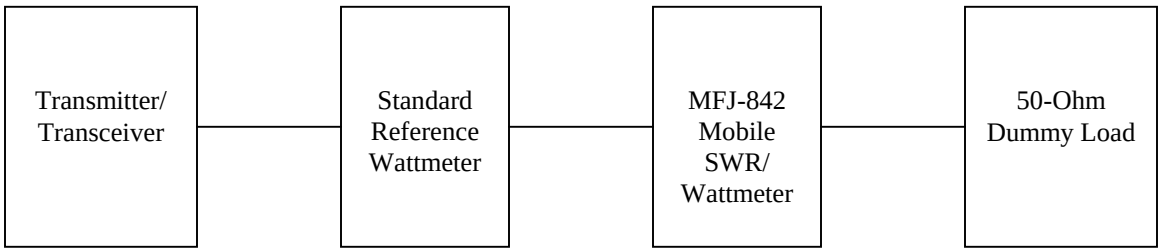
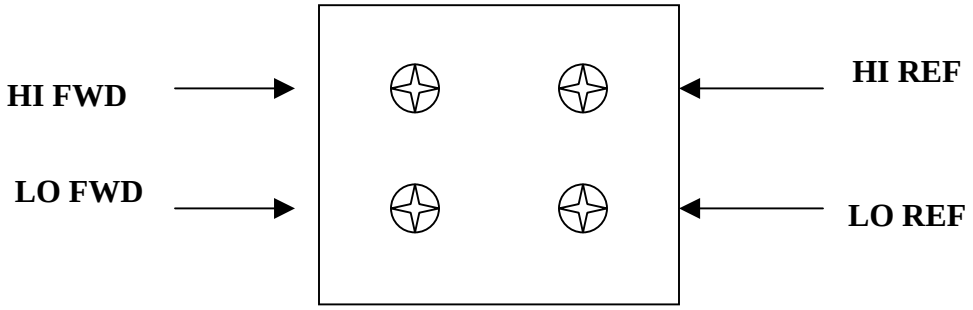

***Figure 2**: Test Setup*
***Figure 3**: Trim Pot Location (Bottom View of MFJ-842)*
1. In order to calibrate the meter, you must remove the rear panel of the meter by removing the screw located in between the ANT. and TX. connectors. The trim pots used to set the needles are located on the bottom. Refer to *Figure 2* for the Test Setup and refer to the Trim Pot Location in *Figure 3* for trim pot location.
2. Connect the Test Setup equipment as shown in *Figure 2*. Use a 50-ohm dummy load for the antenna. Set the Transmitter to a mid-band frequency.